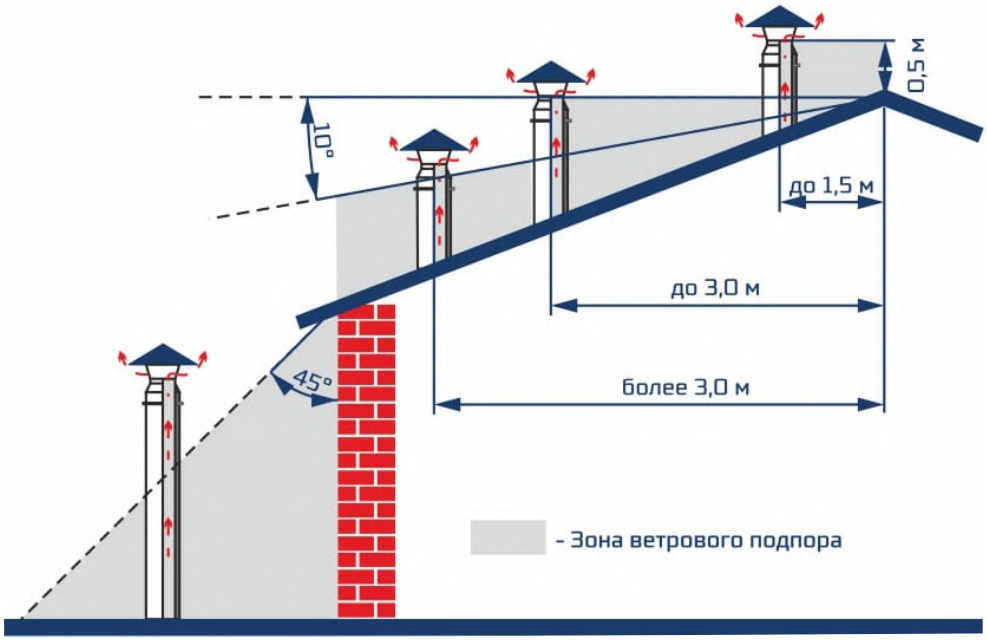

Рисунок 4. Вылет трубы дымовой трубы в зависимости от конструкции кровли.
8. Для получения нормального режима горения топлива и создания тяги необходимо иметь прямую дымовую трубу. В случае необходимости допускается прокладывать горизонтальные газоходы (борова) длиной не более 1,5 м. Высоту дымовой трубы над крышей (в зависимости от расстояния ее до конька крыши) рекомендуется выполнить как показано на рис. 4.